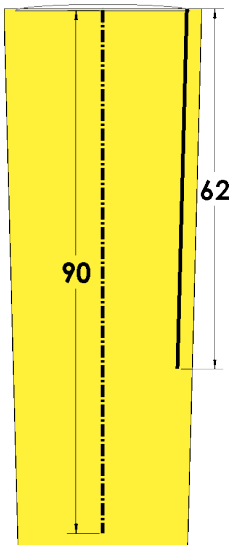

Fig. 36
Step 13. Dimension **line 62** and **vertical centerline 90**, **Fig. 36**.